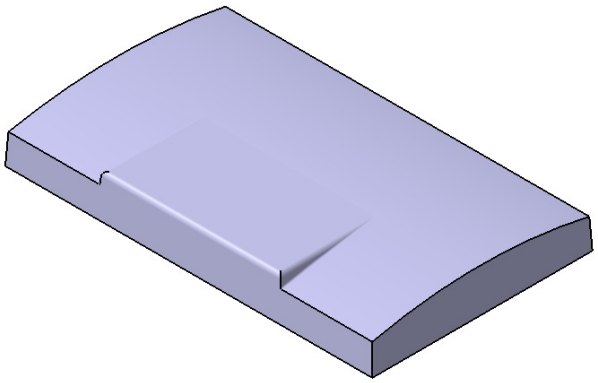

Figure 6-113 *The model after filleting the second set of edges*
6. Choose the **OK** button from the **Edge Fillet Definition** dialog box. The model, after filleting the second set of edges, is shown in Figure 6-113. In this figure, the model has been displayed using the **Shading with Edges without Smooth Edges** tool from the **View mode** toolbar for better visualization.